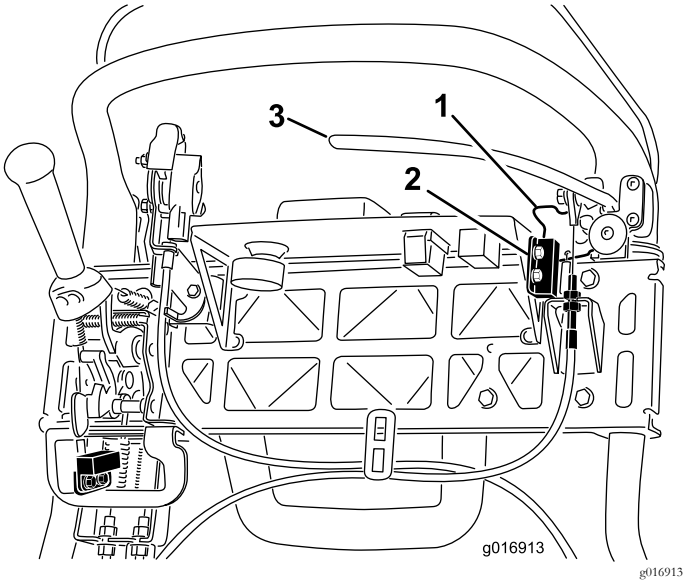

Rysunek 45
4. Poluzuj elementy mocujące wyłącznika blokady (Rysunek 45).
5. Umieść podkładkę o grubości 1,6 mm między zapadką hamulca postojowego a wyłącznikiem blokady (Rysunek 45).
4. Aby zwiększyć napięcie linki, poluzuj górną nakrętkę linki i dokręć dolną nakrętkę linki (Rysunek 45) do momentu, aż zwolnienie zapadki hamulca postojowego będzie wymagało przyłożenia do uchwytu dźwigni hamulca siły 156 N.